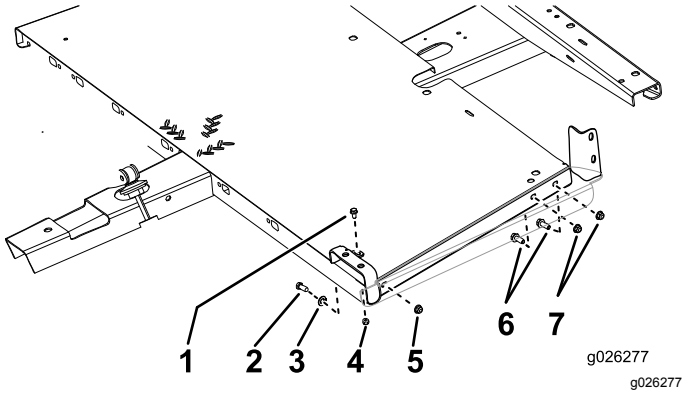

Figur 4
1. Fäst golvpanelerna vid ramen i enlighet med Figur 4.